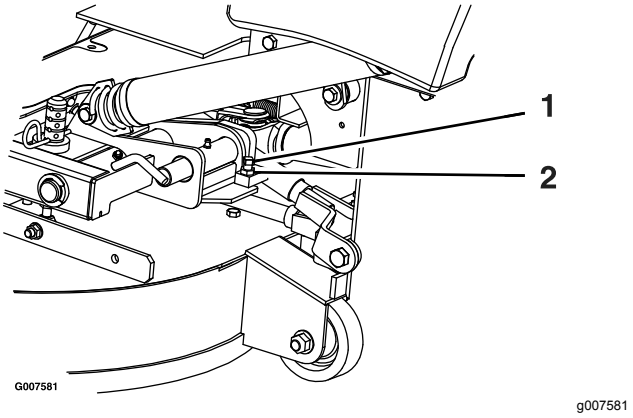

Figura 79
2. Desaperte a porca de retenção e rode o parafuso limitador no sentido dos ponteiros do relógio até que o pino de bloqueio fique apertado e não possa ser rodado à mão (Figura 79).